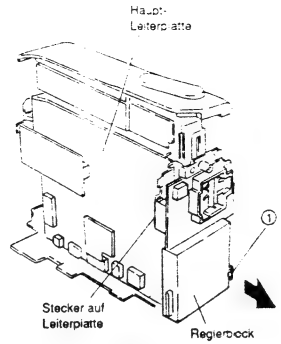

Abb. 2-30
1) Eine (1) Lasche freigeben und den Reglerblock von der Haupt-Leiterplatte in Richtung des Pfeiles abnehmen. (Der Reglerblock und die Haupt-Leiterplatte sind über einen Stecker miteinander verbunden.) (Siehe Abb. 2-30).